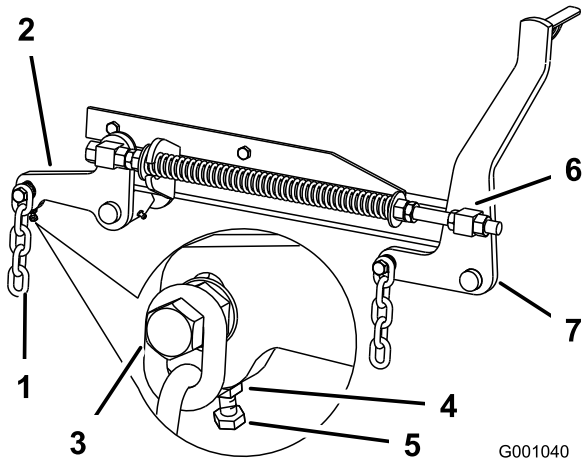

Figur 74
7. Hvis målingerne ved position **B** eller **C** ikke er korrekte, skal du løsne bolten, som fastholder bagkæden til den bageste støttearm (Figur 74).
8. Løsn kontramøtrikken under den bageste støttearm, og juster justeringsbolten for at opnå et mål på 79 til 83 mm (Figur 74).
7. Løsn de forreste drejeleds kontramøtrikker ved forenden af højre og venstre drejeled, ca. 13 mm (Figur 74).
8. Juster løftemøtrikkerne på maskinens venstre og højre side for at få en måling, der er 6 til 10 mm lavere foran ved A end bagest ved **B** (Figur 74).